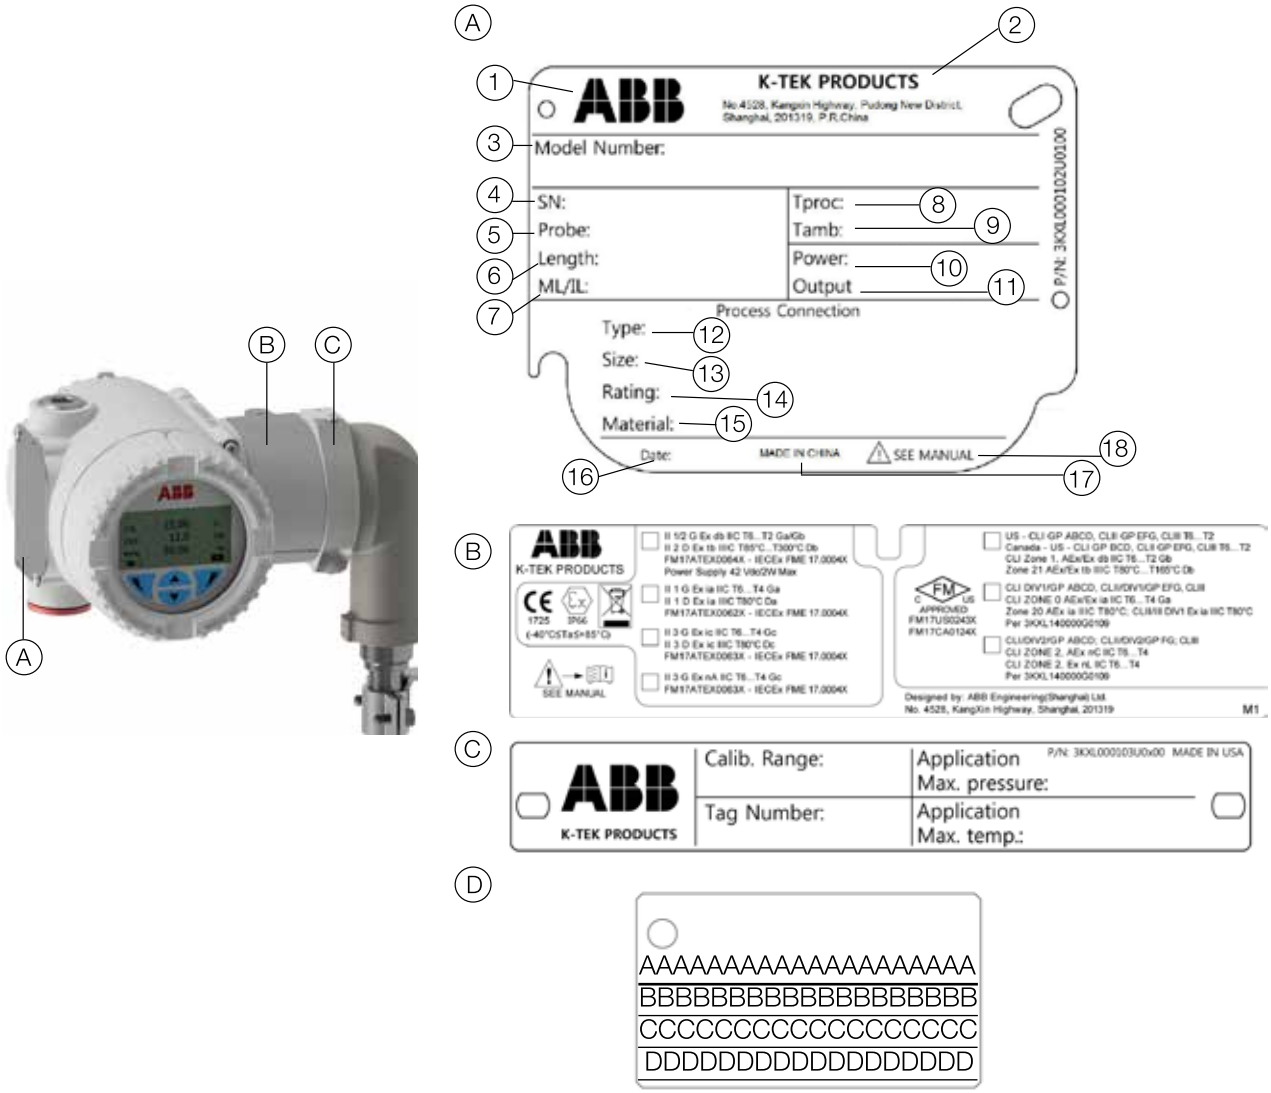

Figura 1 Placas identificadoras
- Se o instrumento não for destinado ao uso em nenhuma das classificações de áreas perigosas aplicáveis, marque a opção "Uso geral" no rótulo do produto. (Consulte a figura 1)
(A) A placa identificadora fornece informações (ver Figura 1) concernentes ao número do modelo, ao comprimento da sonda, ao material do sensor, ao tipo de conexão de processo, ao material de conexão de processo, às pressões nominais, à fonte de alimentação, ao sinal de saída, ao número de série, aos limites máximos de temperatura processada e de temperatura ambiente.